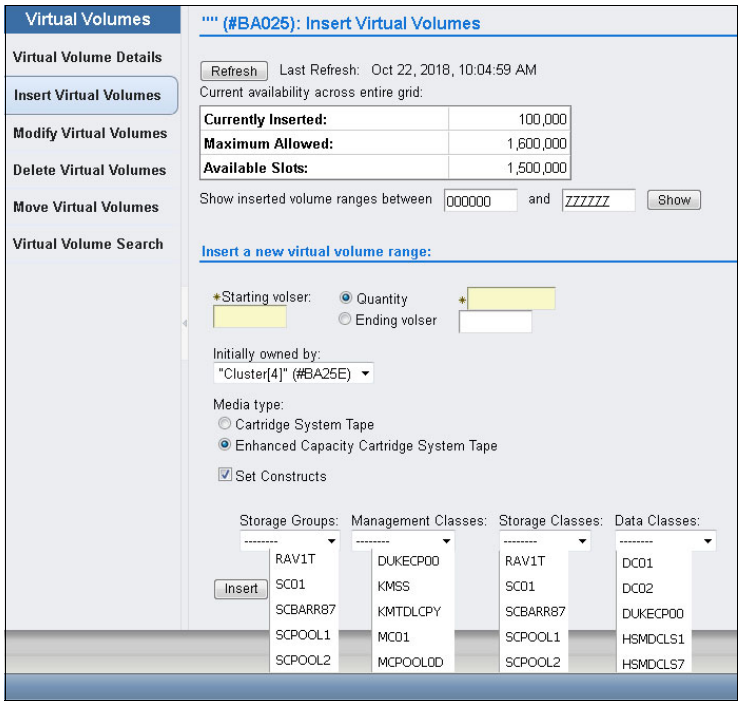

Figure B-6 Insert logical volumes by assigning static construct names
2. Insert your logical volumes into groups through the TS7700 MI, as described in 11.2.2, "TS7700 definitions" on page 578. You can assign the required static construct names during the insertion, as shown at the bottom part of the window in Figure B-6 on page 906.
2. Insert your logical volumes into groups through the TS7700 MI, as described in 11.2.2, “TS7700 definitions” on page 578. You can assign the required static construct names during the insertion as shown at the bottom part of the window in Figure B-6.
3. On the left side of the MI, click **Virtual** → **Virtual Volumes** → **Insert Virtual Volumes**. The window that is shown in Figure B-6 opens. Use the window to insert virtual volumes. Select the **Set Constructs** option and enter the construct names.